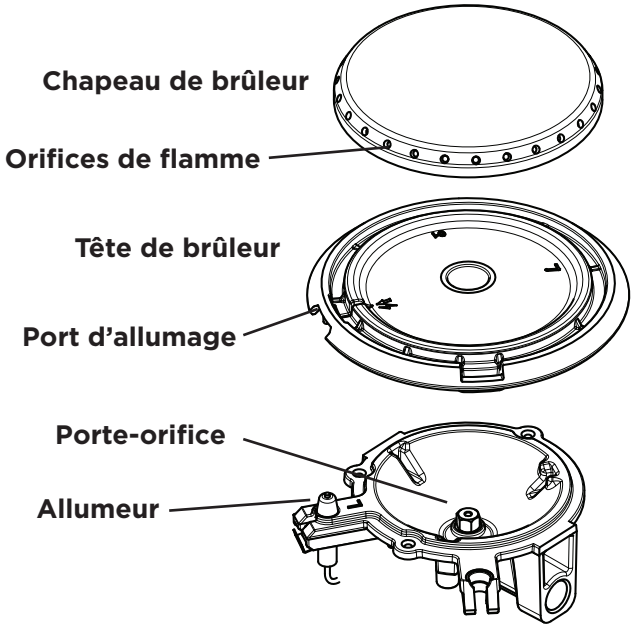

Figure 13: Chapeau de brûleur, tête de brûleur, allumeur et orifice
1. Retirer le capuchon et la tête de brûleur (voir Figure 13). Nettoyer à l'eau chaude savonneuse et sécher soigneusement.
3. Utiliser une vieille brosse à dents pour nettoyer la tête de brûleur au complet (voir Figure 13).